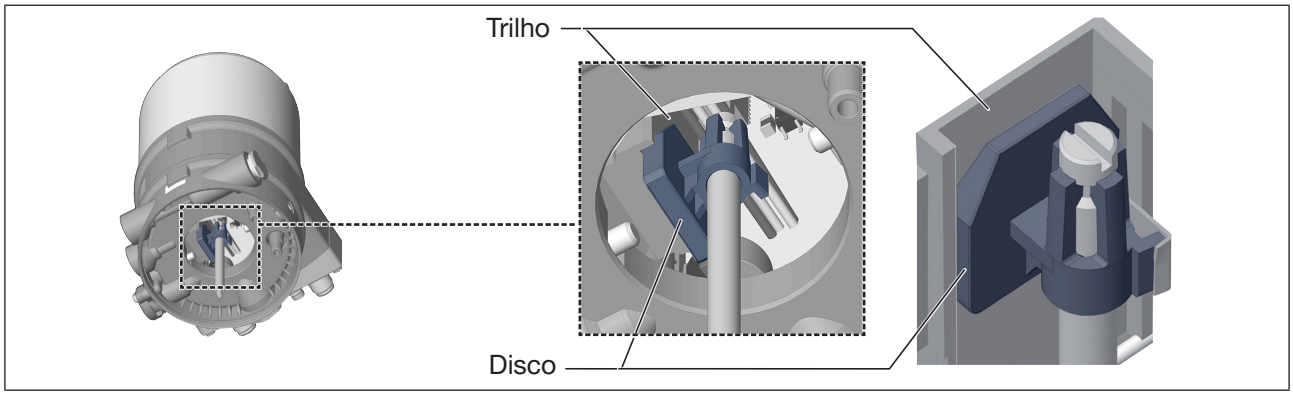

Figura 16: Alinhamento do disco
2. O disco do acionamento com o trilho do tipo 8692, 8693 (veja Figura 16)